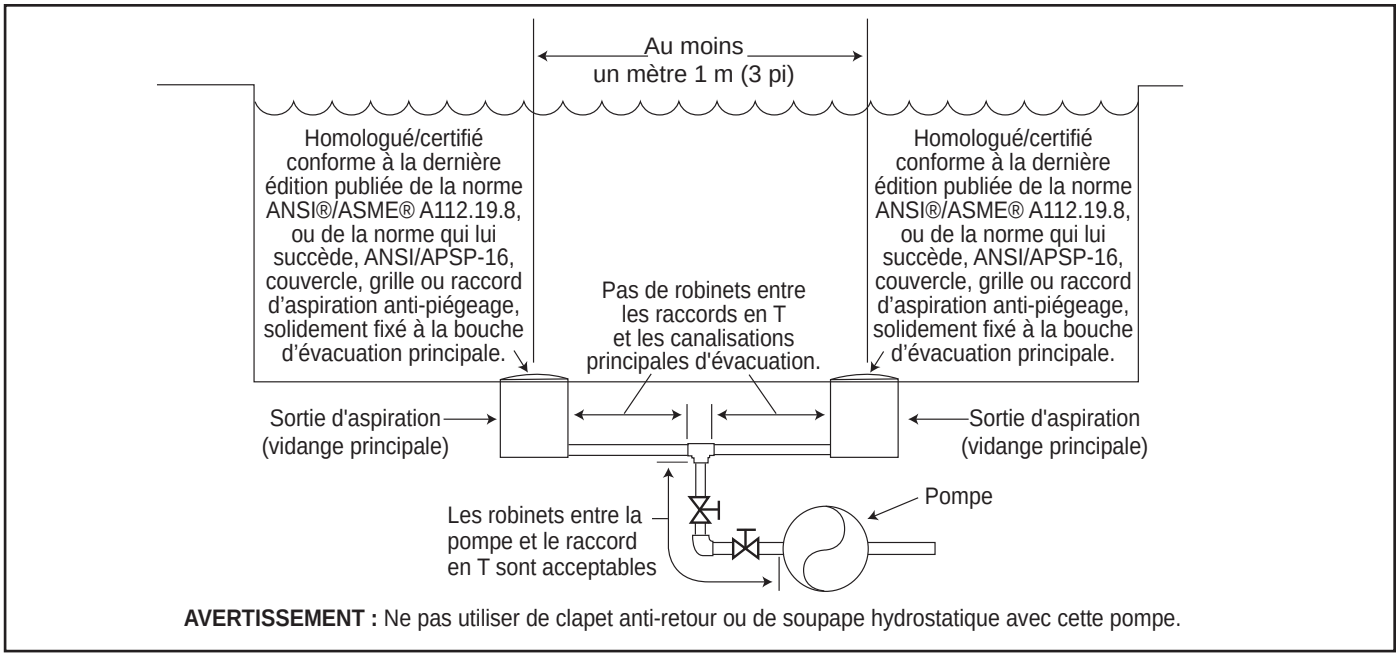

Figure 1. Nombre de sorties d'aspiration par pompe
Nombre de bouches d'aspiration par pompe - Fournir au moins deux (2) bouches d'aspiration hydrauliquement équilibrées, avec couvercles, en guise de bouches d'aspiration pour chaque conduite d'aspiration de pompe de circulation. Les centres des bouches d'aspiration sur toute conduite d'aspiration doivent être à au moins un (1) mètre (3 pi) l'une de l'autre, de centre en centre. Voir Figure 1.
Le système ***doit*** être conçu pour comprendre au moins deux bouches d'aspiration (drains) connectées à la pompe chaque fois que la pompe fonctionne. Cependant, si deux (2) bouches d'aspiration aboutissent à une seule conduite d'aspiration, cette dernière peut être équipée d'un robinet qui coupera les deux bouches d'aspiration de la pompe. Le système doit être conçu de manière à ne pas permettre une fermeture ou un isolement distinct ou indépendant de chaque drain. Voir la Figure 1.
Suivant les indications de la Figure 1, une vitesse préréglée « ☆ » est assignée au dispositif eStar. Par conséquent, il est prévu d'assigner une vitesse de rendement optimum de filtration, comme déterminé par l'installateur.